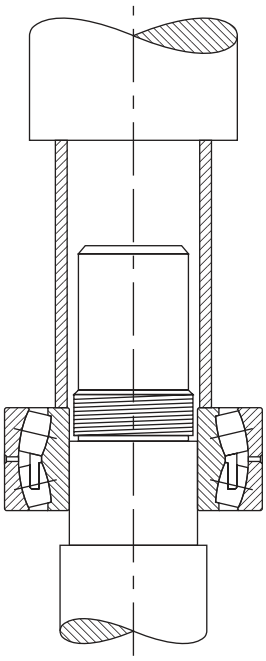

Fig. 17. Metoda cu presă cilindrică
- O metodă alternativă de montare, folosită în general la rulmenţii de dimensiuni mai mici, este prin presarea rulmentului pe arbore sau în carcasă. Aceasta se poate realiza folosind o presă și un dorn tubular conform fig. 17.